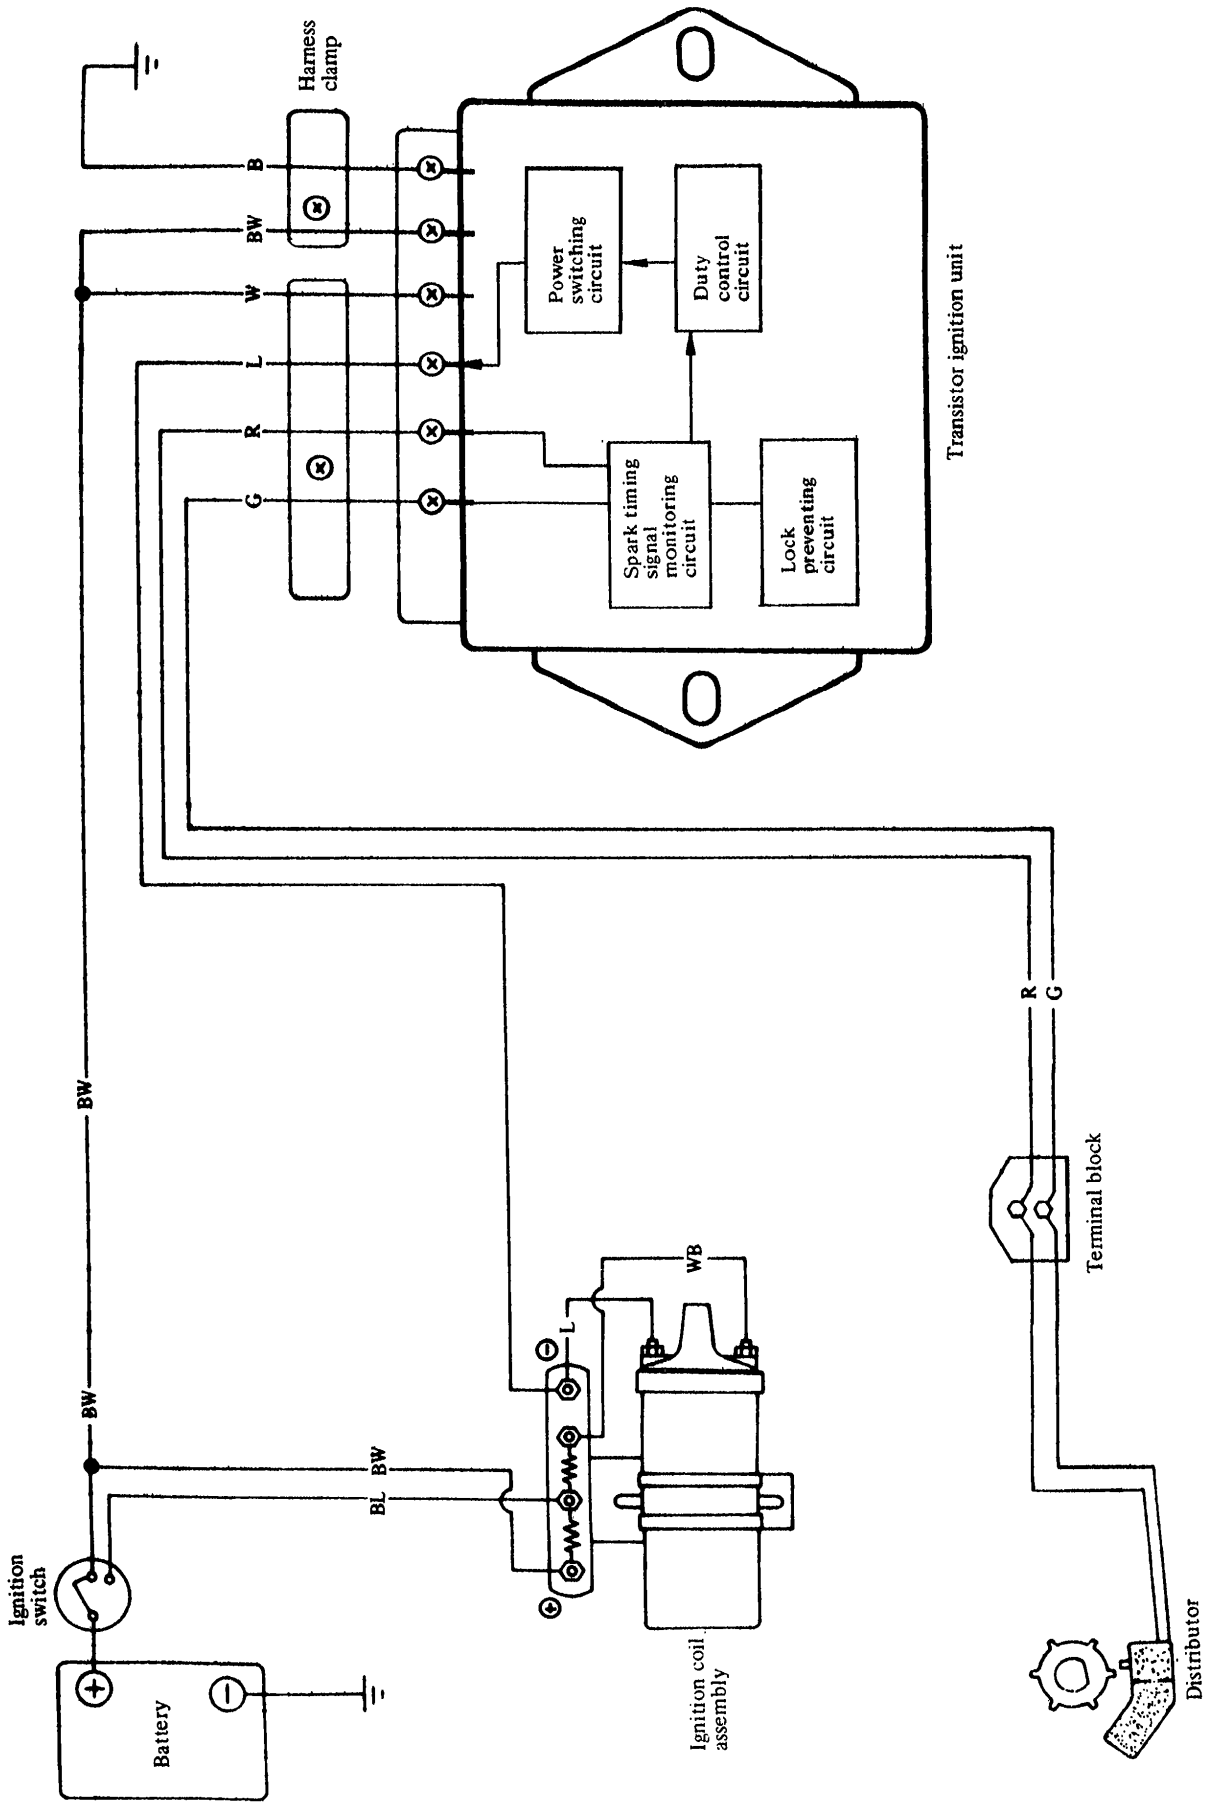

Fig. EE-79 Wiring diagram for item (5) (Transistor ignition unit check)
5. TRANSISTOR IGNITION UNIT CHECK (See wiring diagram in Figure EE-79)